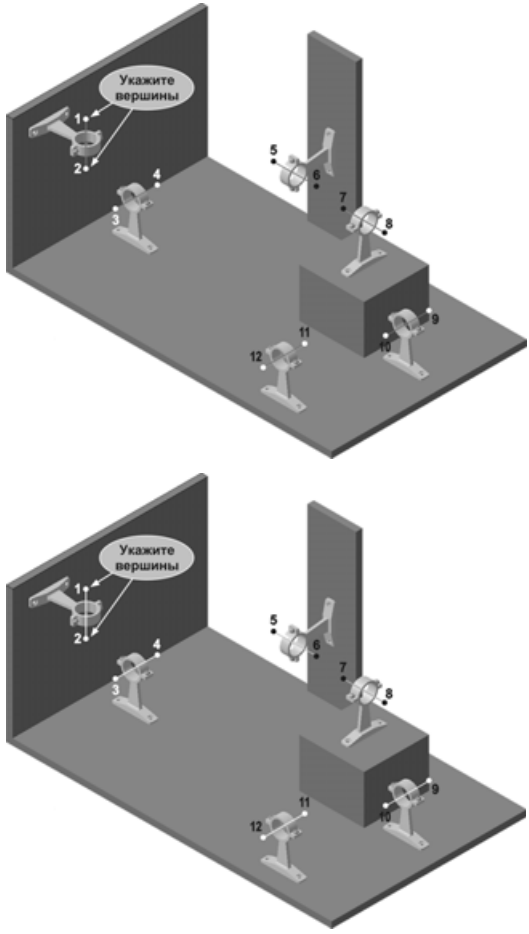

Рис. 8.67
- В окне модели последовательно укажите вершины 1, 2, ..., 12. (рис. 8.67). По мере указания, система будет выстраивать траекторию.